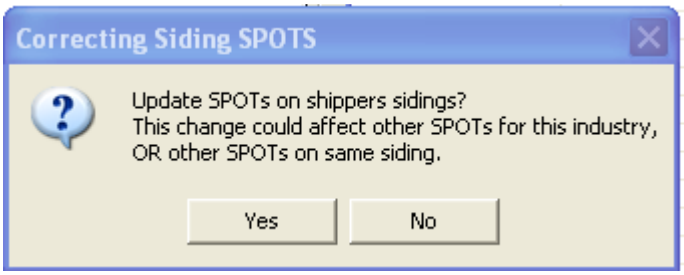

Figure 5-28
17. As always, if you are prompted to update the line-up, click on "Yes". Note that if you are not prompted, it is important that you force an update of the line-up. If you do not, you may not see your new train in the list of trains when you're setting up customers, for example. To force an update of the line-up, click on "Scheduling" from the ProTrak toolbar, then select "Line-up of Trains" from the dropdown list. You cannot do any harm by doing an update, even if one is not required. If you ask for an update, you may see the message shown in Figure 5-28.